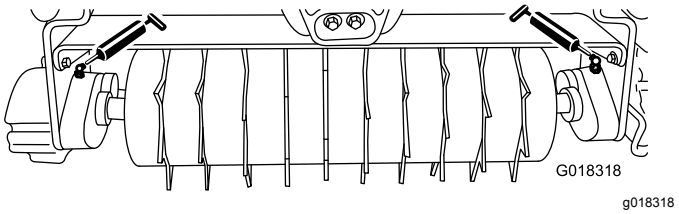

Figura 6
Lubrificate i 2 raccordi di ingrassaggio (Figura 6) su ciascun arieggiatore dopo ogni 15 ore di servizio utilizzando grasso universale n. 2 a base di litio. Per i migliori risultati, utilizzate una pistola di ingrassaggio manuale.
2. Applicate il grasso sui cuscinetti dell'asse degli arieggiatori finché non sentite la pressione (Figura 6).